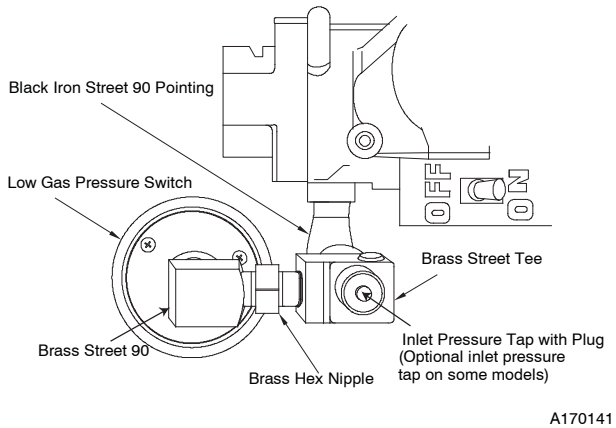

**Figure 9 - Low Gas Pressure Switch Removal**
If the vent pipe passes between the inducer and burner assembly, or the furnace is a 14 3/16-in. (360 mm) wide casing. The switch may be installed as shown in Figure 9.
1. Remove low gas pressure switch, brass street 90° elbow, brass Hex nipple, brass tee and black iron street 90° elbow from the gas valve inlet pressure tap. (See Figure 9.)